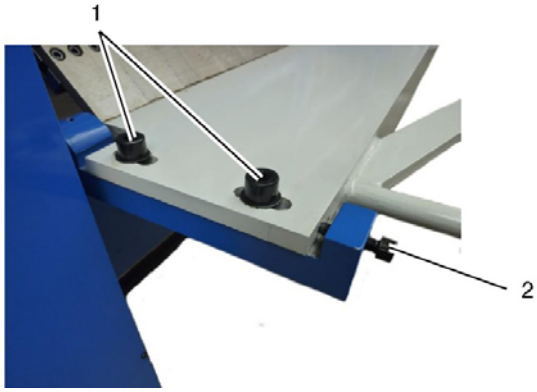

Fig. 7 : Réglage de la poutre supérieure
1. Desserrez les vis (figure 7, position 1) des deux côtés de la poutre de pliage.
2. Tournez la vis (figure 7, position 2) dans le sens des aiguilles d'une montre pour rapprocher la poutre de pliage de la poutre supérieure. Si la distance entre la poutre de pliage et la poutre supérieure doit être agrandie, tournez la vis (figure 7, position 2) dans le sens inverse des aiguilles d'une montre.
3. Lorsque les deux côtés de la poutre de pliage sont réglés de la même façon, resserrez la vis (figure 7, position 1).